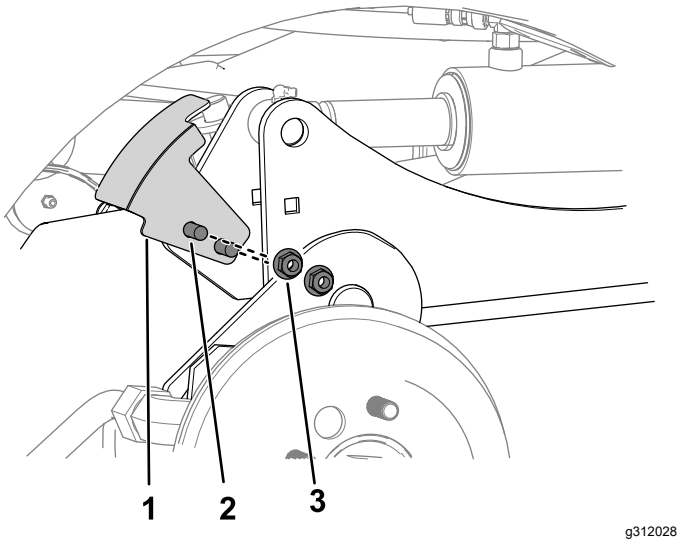

Figura 7
5. Utilizzate 2 bulloni a testa tonda e 2 dadi (⅜") per fissare la staffa del sensore al braccio di sollevamento destro (Figura 7).